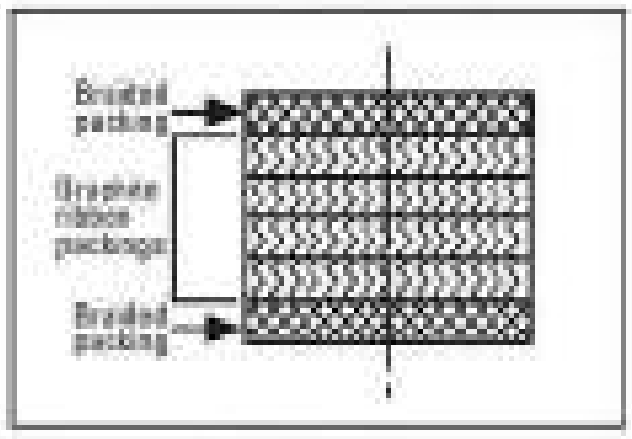

Figure 5.1F Six packings shown
1. Insert one braided packing ring, followed by intermediate graphite packings and one last braided packing ring refer to Figure 5.1F. Lower the gland bushing and check for bushing positive engagement.